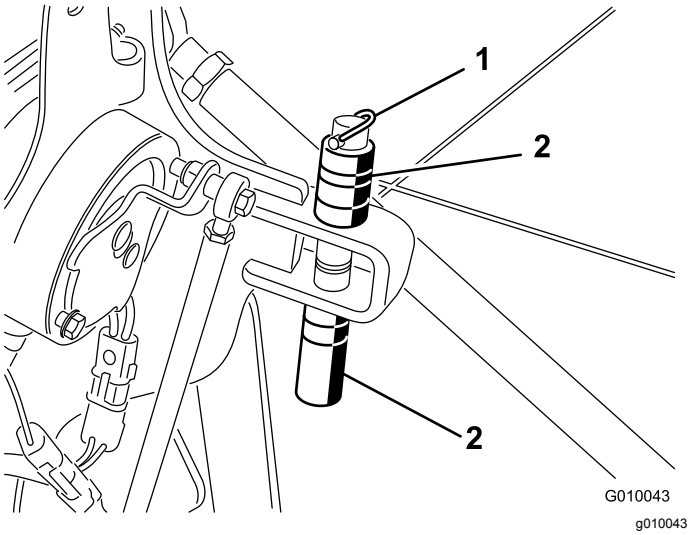

Figuur 29
2. Verwijder de lynchpen waarmee de afstandsstukken en dieptepennen zijn vastgezet (Figuur 29).